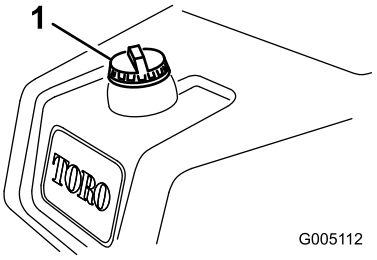

**Figur 26**
1. Rengør området omkring brændstofdækslet, og afmonter det (Figur 26).